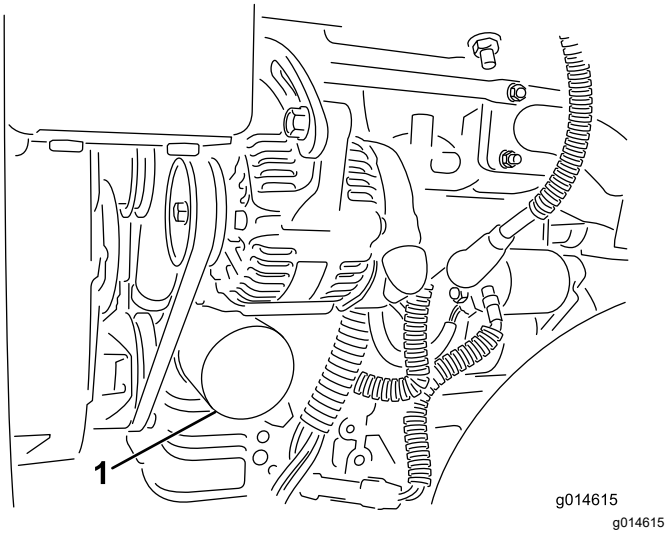

**Figura 33**
2. Togliete il filtro dell'olio (Figura 33). Spalmate un leggero strato di olio pulito sulla nuova guarnizione del filtro.